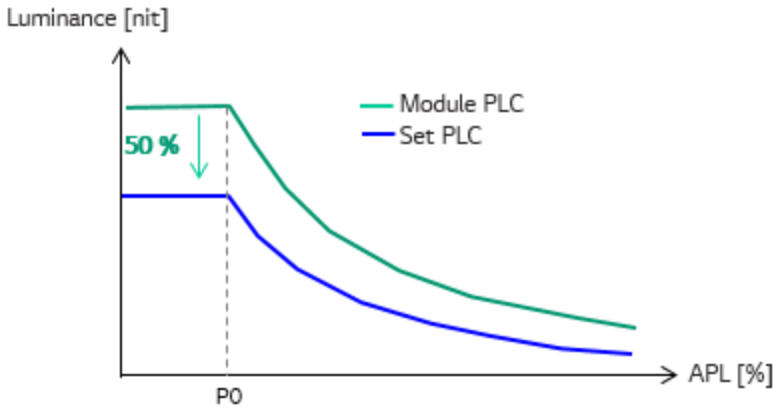

Fig. 1. Set PLC Curve
(1) It is recommended to the set the Gaming Display Set Peak Luminance to 50% of the Module Peak Luminance at P0 point in Default display mode for considering power savings and prevention of Image retention. (Fig. 1. Set PLC Curve)
Any kind of damage on the edge of the polarizer is not allowed. <Fig.1>
<Fig.1>